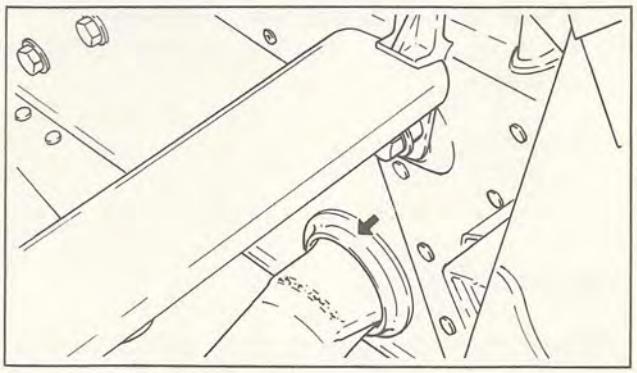

Fig. 4-8
(8) Check the muffler protector for looseness. If loose, retighten. Otherwise, exhaust leakage, noise or frame cracking may result. (Fig. 4-8)